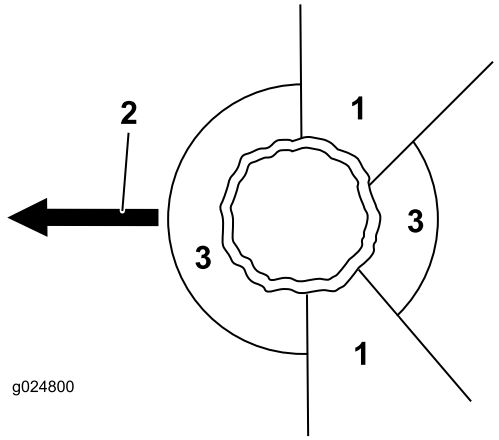

**Figuur 15**
2. Bepaal de veilige looproute, zonder obstakels, om de gevarenzone te verlaten, zie Figuur 15